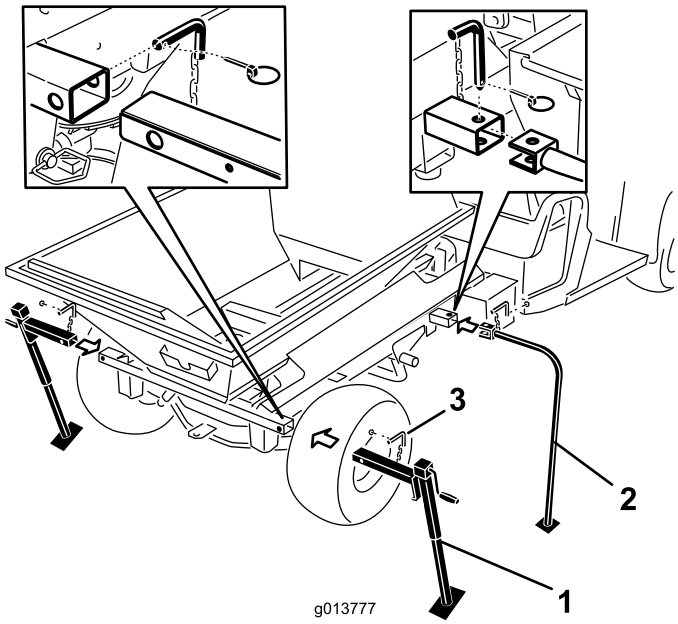

Rysunek 49
7. Włóż przednie podpory do przechowywania i tylne podpory do rur maszyny i zabezpiecz je kołkami (Rysunek 49).